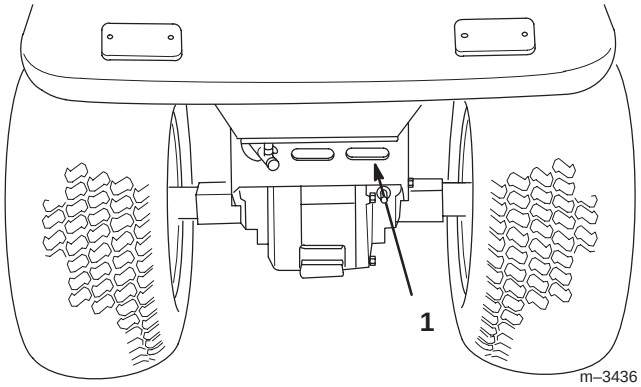

Bild 12
6. Die Abdeckung der Hinterachse ist ein Ansaugbereich für das Kühlen der Antriebsachse. Entfernen Sie vor jedem Einsatz der Zugmaschine den Schmutz von der Abdeckung der Hinterachse (Bild 12).